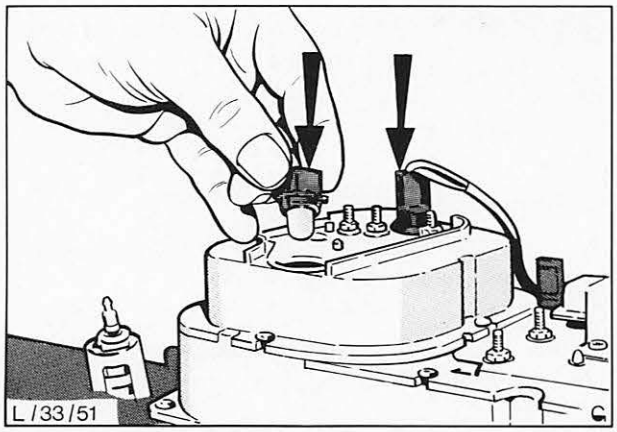

Abb. 56 Lampenfassung mit Glühlampen (Drehzahlmesser-Beleuchtung)
1. Beide Lampenfassungen und Glühlampen der Drehzahlmesser-Beleuchtung herausnehmen, Abb. 56.